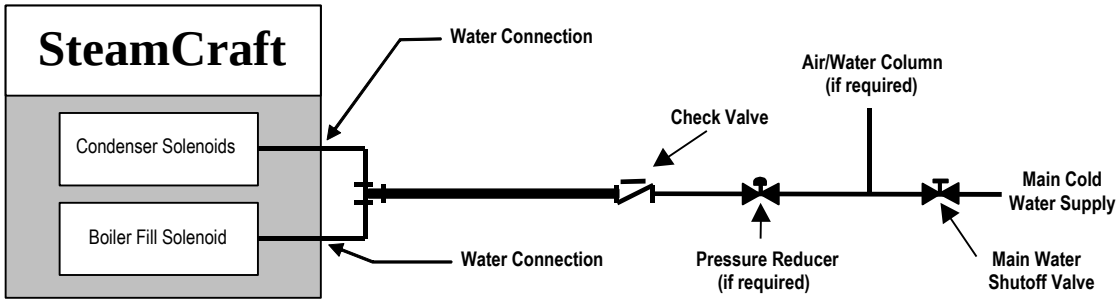

Figure 3-3 Cleveland Range Single Water Supply Arrangement
b. If the static pressure is above 60 psi, a pressure regulator must be used and set at approximately 50 psi. Pressure above 60 psi can damage solenoid valves. See Figures 3-3 and 3-4.
c. If the supply water meets the requirements shown in the Warranty, then the Single Water Supply Arrangement shown in Figure 3-3 may be used.